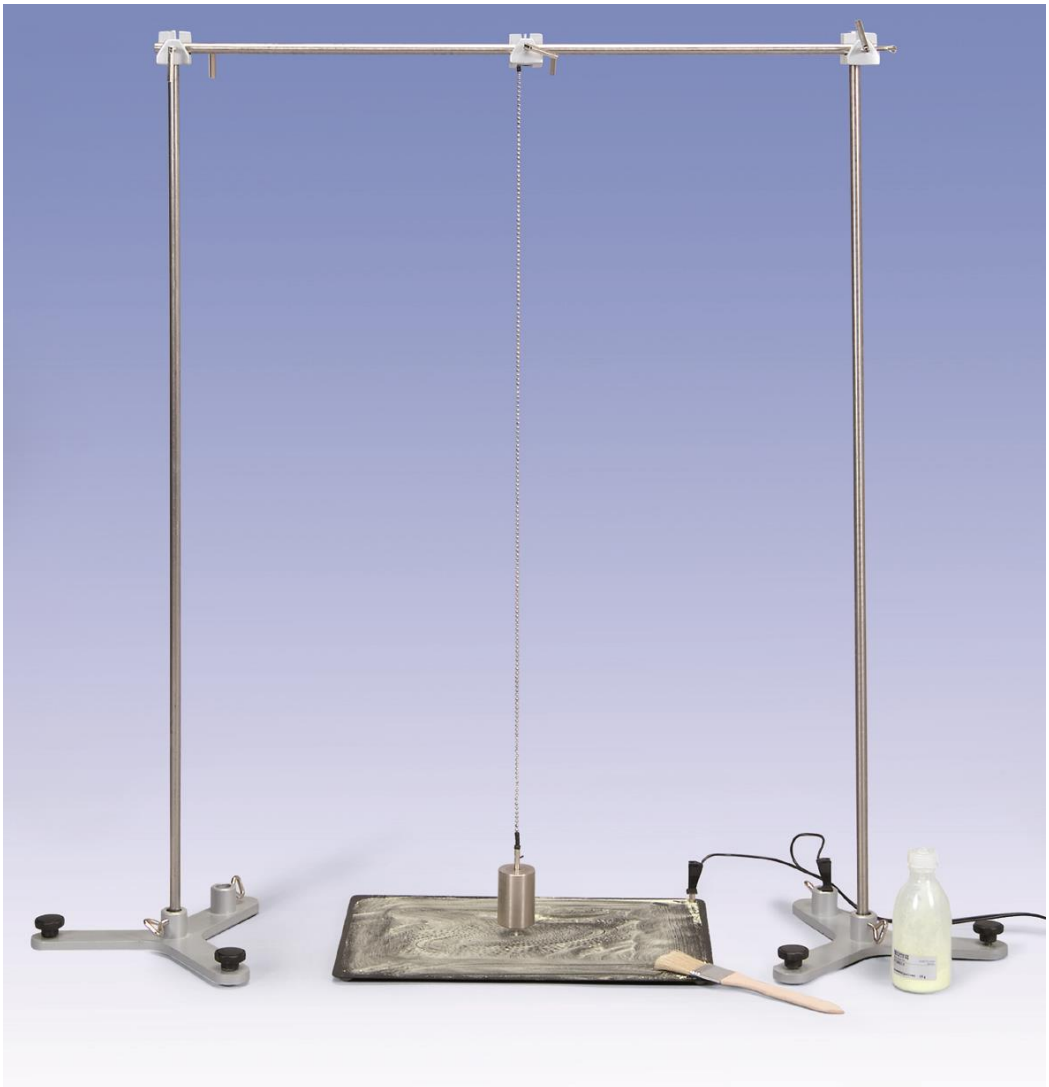

Fig. 2 Experimentieraufbau: Bestätigung des Flächensatzes für Zentralkraftbewegungen (Zweites Kepler'sches Gesetz)
- Experimentieraufbau gemäß Fig. 2 herstellen.